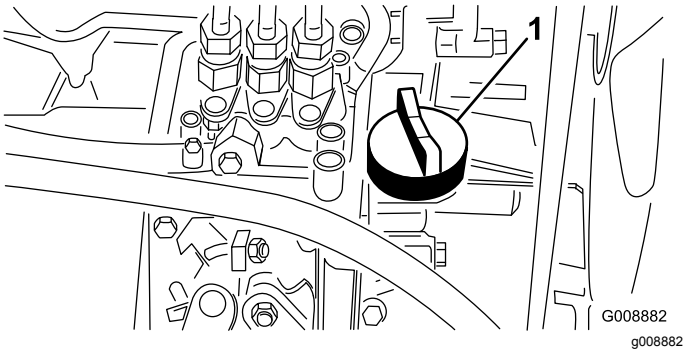

Rysunek 37
4. Jeśli poziom oleju okaże się za niski, odkręć korek wlewu (Rysunek 37) i stopniowo dolewaj olej małymi porcjami, często sprawdzając jego poziom, aż zostanie osiągnięta kreska „full” na bagnecie.